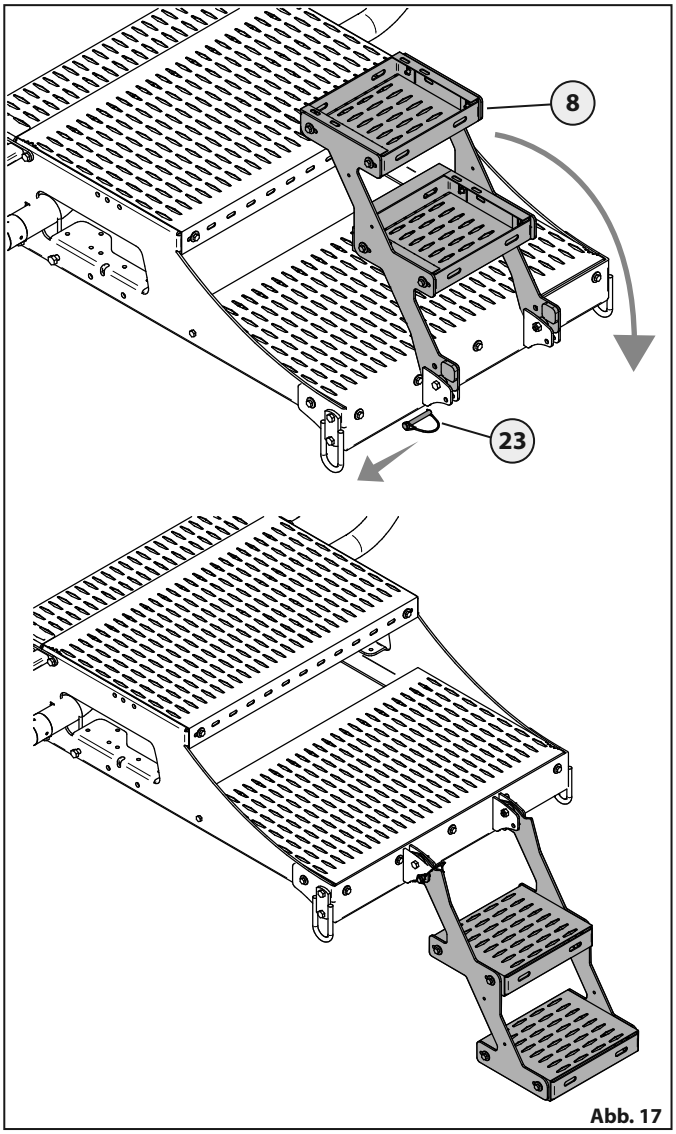

Abb. 17
- Die Leiter **8** mit einer Hand halten und den Stift **23** abziehen, danach die Leiter in ihre untere Lage bringen und durch Einsetzen des Stiftes **23** „Abb. 17“ befestigen.